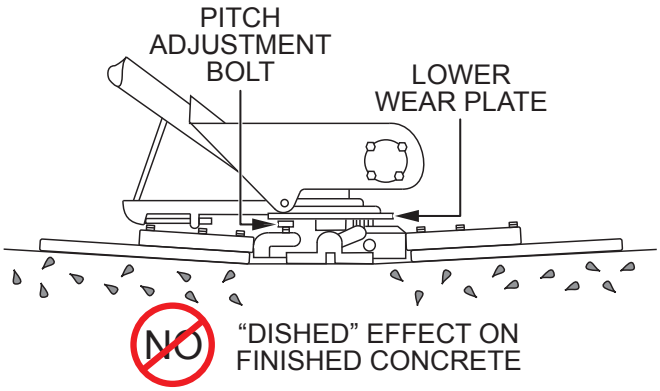

Figure 65. Blades Pitched Flat (Incorrect)
5. Figure 65 illustrates incorrect spider plate alignment due to improper adjustment, worn spider bushings, or bent trowel arms.